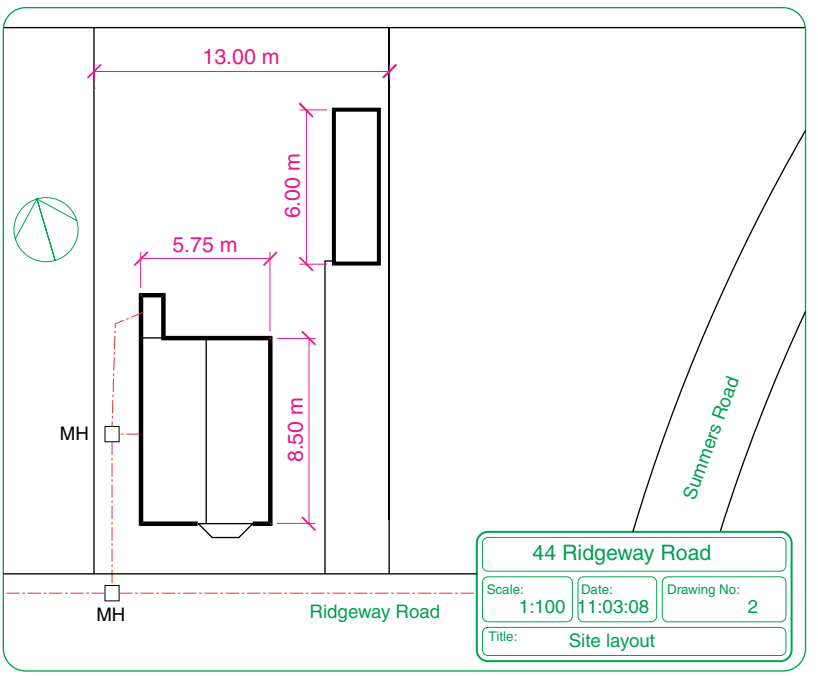

Fig. 12.2 A site layout plan
2. A site layout plan of the original house, drawn to a scale of **1**:**100** (Fig. 12.2).